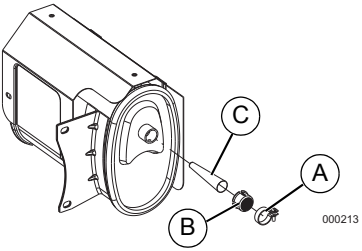

Figure 4-5. Spark Arrestor Screen
1. Loosen clamp (A) and remove screw. See ***Figure 4-5***.
2. Inspect screen (B) and replace if torn, perforated or otherwise damaged. If screen is not damaged, clean with commercial solvent.
3. Replace spark arrestor cone (C) and screen (B). Secure with clamp (A) and screw.